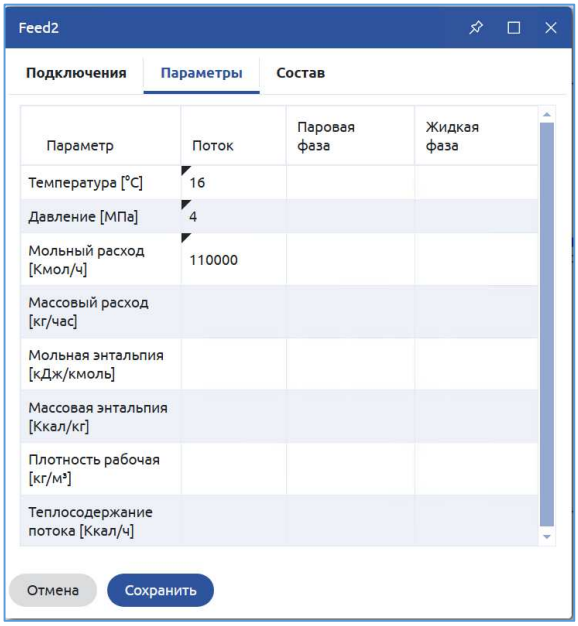

Рисунок 38. Поток Feed2. Параметры
a. Параметры потока (Рисунок 38).